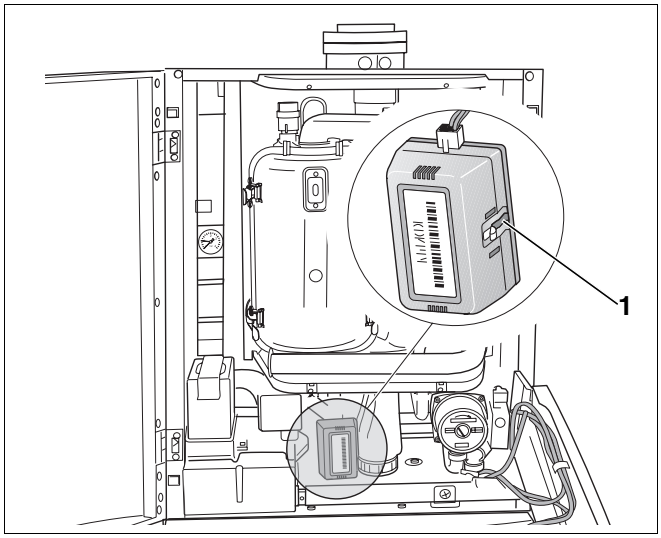

Rys. 20 Przełącznik mechaniczny zaworu trójdrogowego
- Ustawić przełącznik mechaniczny zaworu trójdrogowego (rys. 20, **poz. 1**) w położeniu środkowym. W tym celu dźwignię zaworu trójdrogowego należy przesunąć do tyłu przy pomocy wkrętaka lub podobnego narzędzia i wcisnąć.
- Przełącznik mechaniczny zaworu trójdrogowego umieścić w pierwotnej pozycji (rys. 20, strona 32)